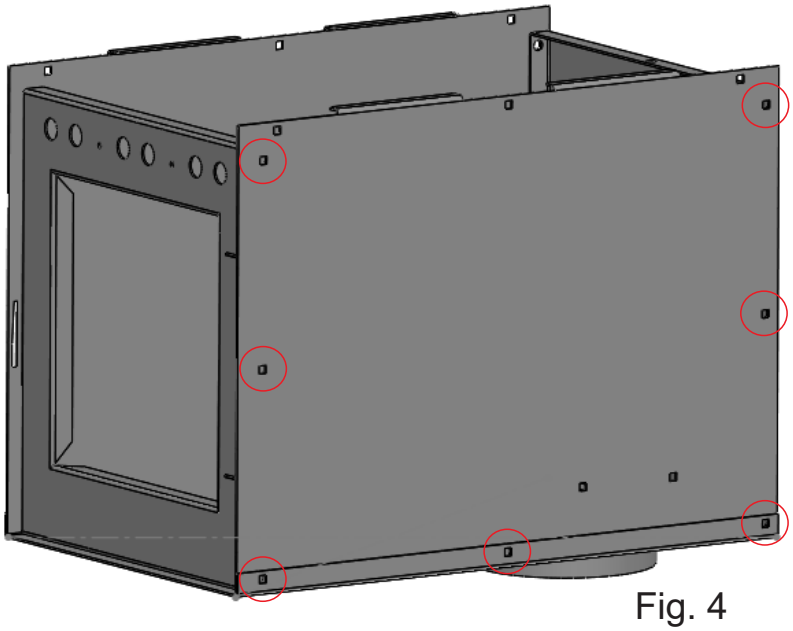

Fig. 4
4. Stand other side panel in place as shown in Fig. 4. Install bolts in circled holes and tighten.
Posez l'autre panneau latéral à sa place comme indiqué à la Fig. 4. Installez les boulons dans les trous encerclés au rouge et resserrez